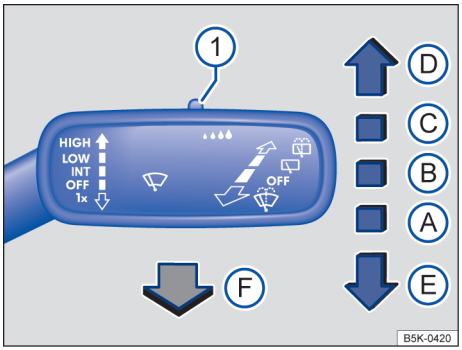

图 113 前风窗刮水器操纵杆操作位置
① 使用开关→图 113①调节雨量传感器的灵敏度。
– 向下短按车窗玻璃刮水器操作杆→图 113 Ⓔ。